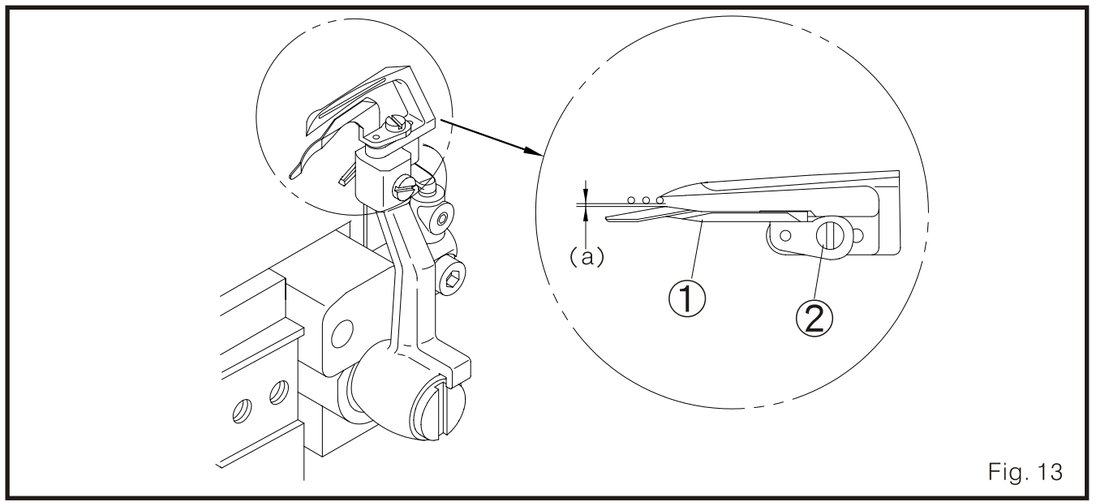

Fig. 13
(1) Cuando el bucleador se mueve desde el punto mas a la derecha al punto mas a la izquierda, la ruta de la punta del bucleador esta en la parte posterior de la aguja, como también la ruta del protector frontal de la aguja 1 esta en la parte frontal de la aguja. El espacio (1) es de 0.2-0.3 mm. (Fig. 13)
(2) Para ajustar, por favor afloje el tornillo 2 y mueva el protector de aguja 1 de atrás a adelante.